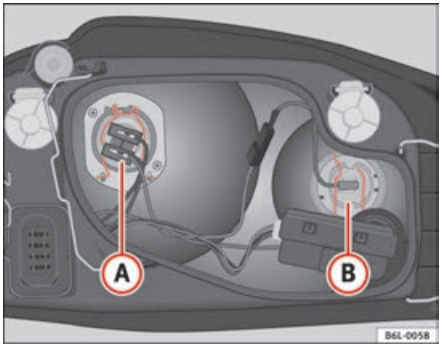

Fig. 152 Dipped headlight lamp
– Remove the lamp cable connector (A) ⇒ fig. 152.